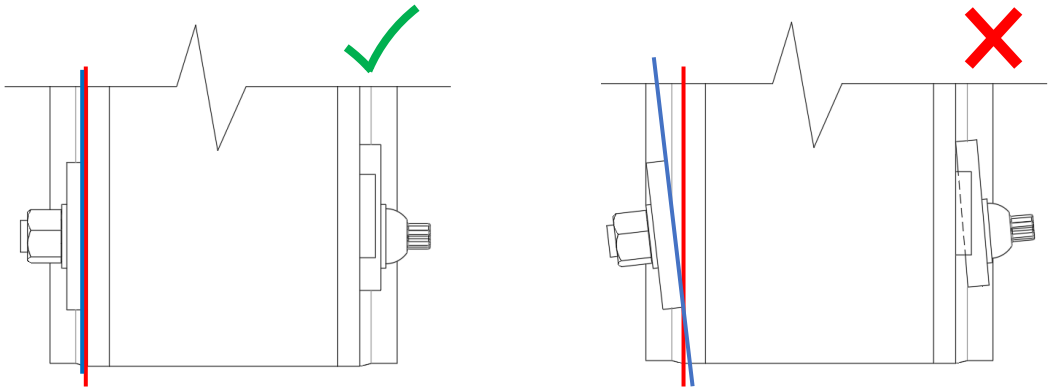

Figura 17. a) Caras pegadas, b) Caras despegadas
4. Usando la llave, gire la rondana excéntrica a la vez que cuida que tanto la rondana concéntrica como la excéntrica mantengan en todo momento contacto con la percha (Figura 17).
6. Revise nuevamente que las rondanas (excéntrica y concéntrica) están en su posición (Figura 17)